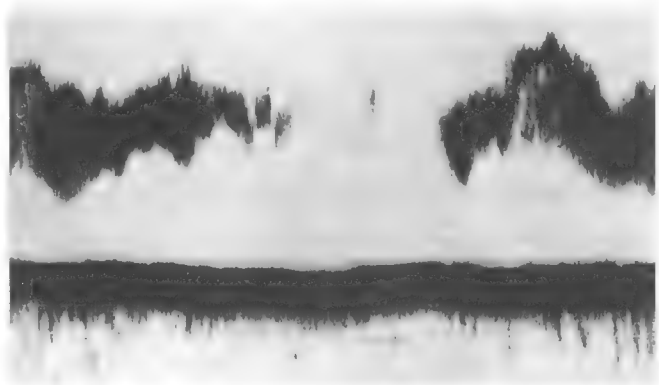
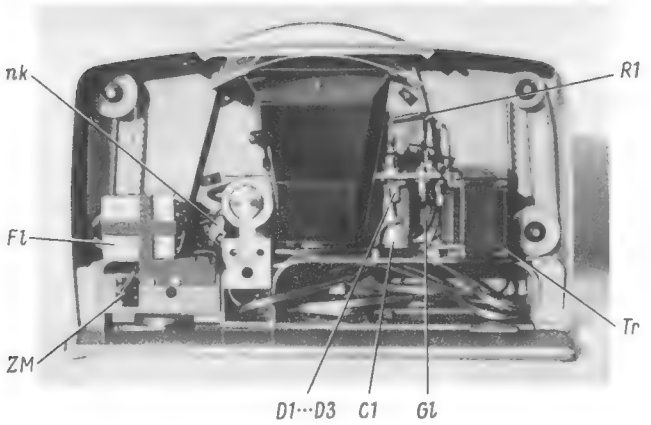

Bild 6. Fischschwärme in ca. 50 F (ca. 90 m) Wassertiefe, Bodenecho aus ca. 75 F (ca. 140 m) Tiefe
Bild 4. Das Innere des Schmalfilmbetrachters mit den zusätzlich eingebauten Teilen für das Zählwerk
Bild 4. Aufbau und Prinzipschaltbild eines Echolotes mit Schreib- und Sichtanzeige. 1 Motor, 2 Getriebe, 3 Tastkontakt, 4 Kippstufe, 5 Elektronenstrahlröhre, 6 Markierung des Sichtbereiches, 7 Schallsender/Empfänger, 8 Verstärker, 9 Kontaktschiene, 10 Schreibband, 11 Schreibgriffel, 12 Registrierpapier, 13 Ablenkstufe, 14 Kontaktsteuerung für die Sichtanzeige, 15 Fliehkraftregler, 16 Netzteil
Ein Echolot besteht aus Sendeteil, elektroakustischem Wandler, Empfangsteil, dem Anzeigeteil mit Bedienungseinrichtung und der erforderlichen Stromversorgung. Der Aufbau ist aus *Bild 4* zu ersehen.
3.4.3 Die *Schreibanzeige* liefert ein Dokument, das den überfahrenen Meeresboden in Form einer waagerecht geschriebenen Tiefenkurve überhöht darstellt *(Bild 6)*. Man kann oft aus der Dichte und Breite des Bodenechos auf die Art des Meeresbodens (Schlammschichten) schließen. Als Schreibpapier wird ein Funkenregistrierpapier (Teledeltos-Papier) mit einer Schreibbreite von zumeist 18 cm verwendet. Der schematische Aufbau der Schreibanzeige ist aus Bild 4 zu ersehen. Auf dem endlosen Band, das über ein Getriebe vom Motor angetrieben wird, befindet sich der von oben nach unten laufende Schreibgriffel 11. Seine Geschwindigkeit über der Schreibbreite entspricht dem eingestellten Lotbereich. Wenn sich der Griffel über der Null-Linie des Registrierpapiers befindet, wird über den Kontakt 3 der Schallimpuls ausgelöst. Über die Kontaktschiene 9 erhält der Griffel bei Nullschall und jedem Echo vom Verstärker 8 einen Stromstoß, der als Funke auf das Registrierpapier über-
Der Zählwerkmagnet zählt bis zu 25 Bilder je Sekunde fehlerlos. Das Auszählen der Gesamtbildzahl eines vorführfertigen 90 m langen Filmes (= 23 760 Einzelbilder) nimmt also nur etwa zwanzig Minuten in Anspruch. *Bild 3* zeigt die Anordnung des Zählers, der Taste und der Lampe in dem Freiraum des Gerätes. *Bild 4* gibt die Anordnung der Bauelemente im Innern des Gerätes wieder.